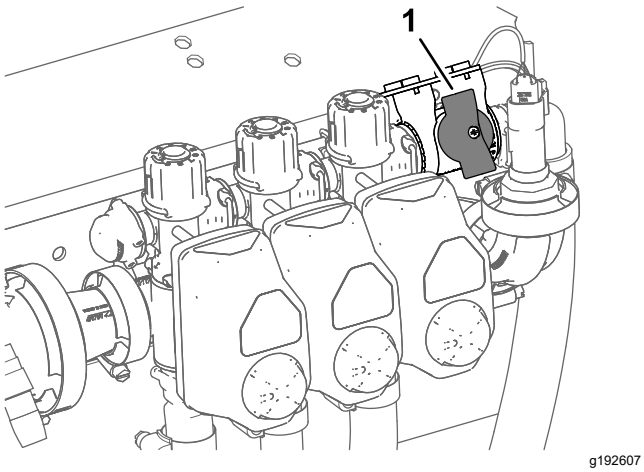

図 42
2. 個別ブームバイパス停止バルブのノブを「閉」位置にする図 42。